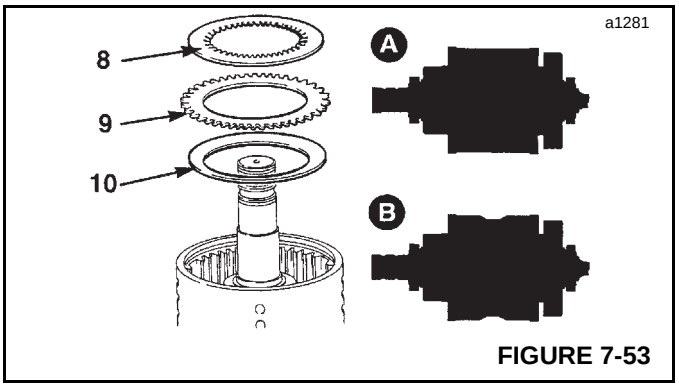

FIGURE 7-53
8. Remove the clutch friction/counter plates (8 and 9, Figure 7-53). Keep them together as sets. DO NOT mix the plates with those of other clutches.
9. Remove last counter plate (9).
10. Remove disc spring assembly (10).